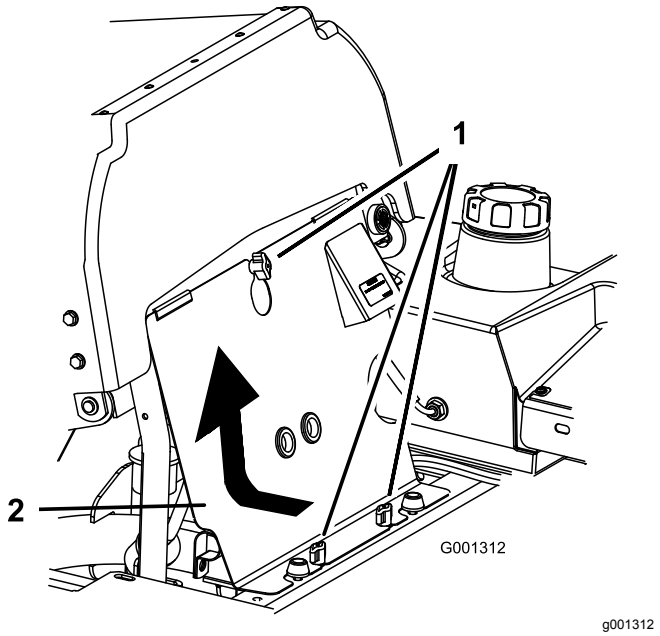

Figur 71
3. Løsne fremre motorpanelknotter og fjern panelet (Figur 71).